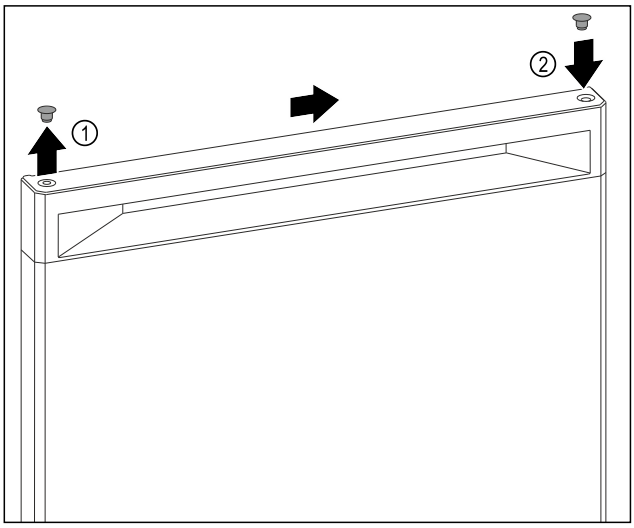

*Fig. 9*
- ▶ Ridicați cu precauție dopurile de acoperire de pe partea superioară a ușii *Fig. 9 (1)* cu șurubelniță plată.
- ▶ Montați dopurile de acoperire pe partea opusă. *Fig. 9 (2)*